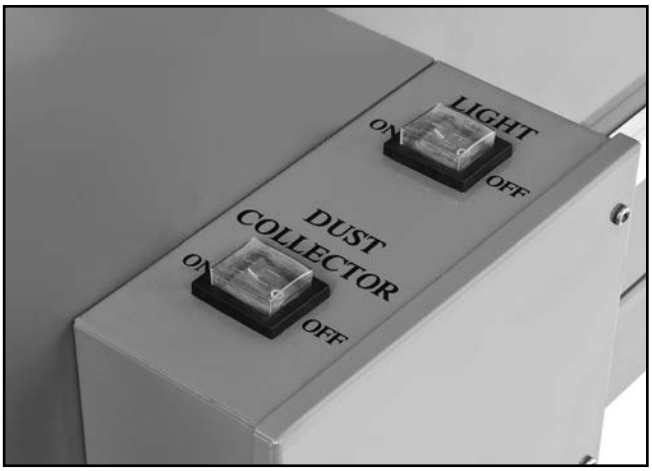

Figure 28. DUST COLLECTOR and LIGHT switches.
10. Toggle LIGHT and DUST COLLECTOR switches to ON position (see **Figure 28**).